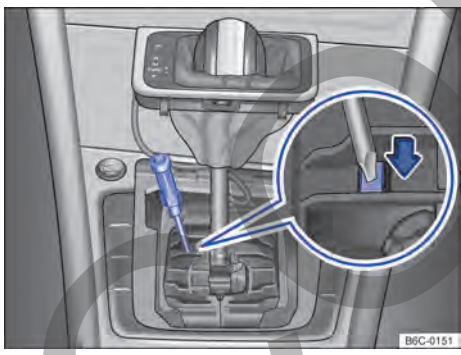

Fig. 93 Desmontar la cubierta de la palanca selectora y desbloquear el bloqueo de la palanca selectora de emergencia.
– Con ayuda de un destornillador presionar cuidadosamente la palanca de desbloqueo en la dirección de la flecha y mantenerla en esa posición → fig. 93.